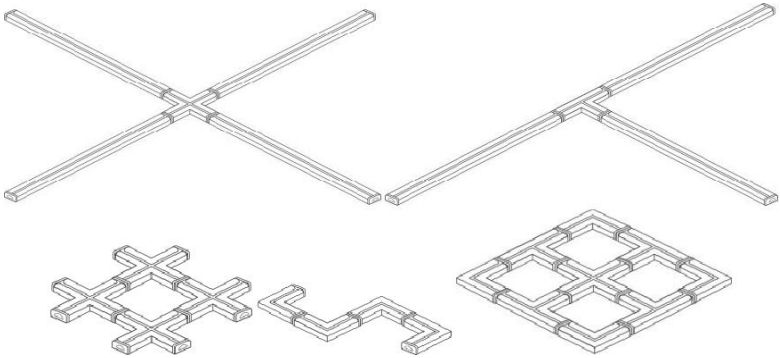

Рисунок 7 – Примеры различных вариантов соединений светильников серии Лайнер.
5.7. Светильники Geniled Лайнер-L, Geniled Лайнер-T, Geniled Лайнер-X могут использоваться самостоятельно или в качестве соединительного элемента для формирования модульных непрерывных систем (Рисунок 7).